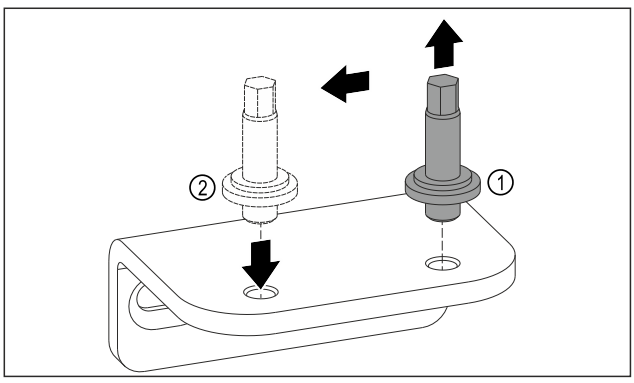

Fig. 13
- ▶ Skru bolten afdet nederste hængsel med en SW5-unbrakonøgle. *Fig. 13 (1)*
- ▶ Indsæt bolten på den modsatte side. *Fig. 13 (2)*